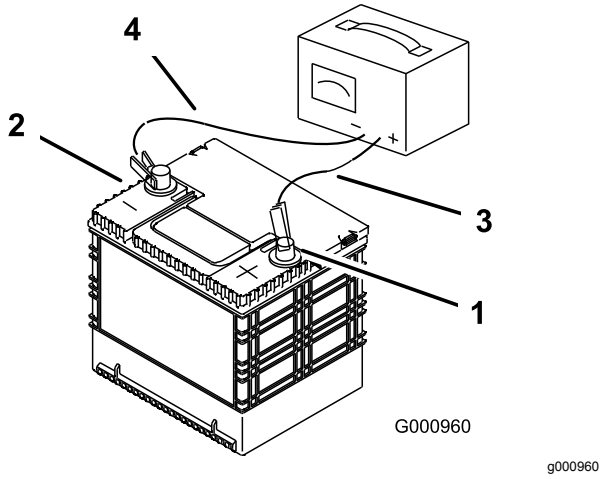

**Figure 44**
3. Quand la batterie est chargée au maximum, débranchez le chargeur de la prise, puis débranchez les fils du chargeur des bornes de la batterie (Figure 44).